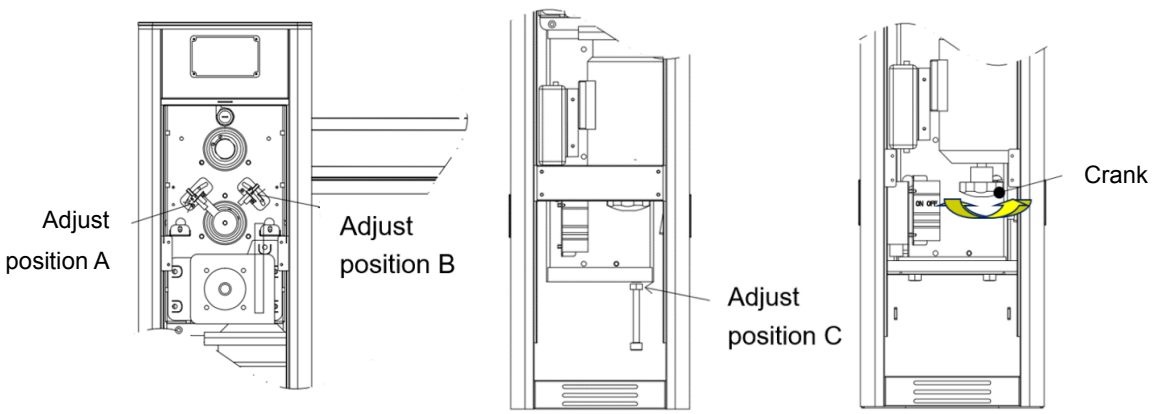

Figure 5-1
3) Use the motor cranks to lift the boom in the case of a power failure, as shown in the figure 5-1.